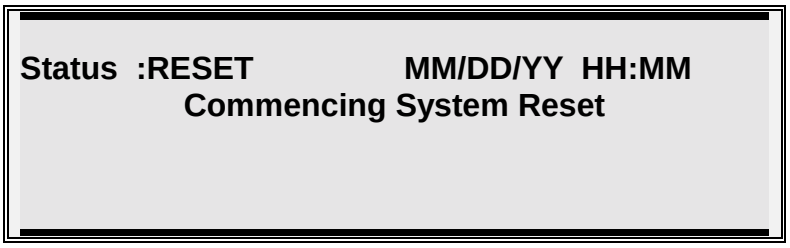

Figure O-4
1. The LCD Display will announce the System Reset (Refer to Figure O-4).